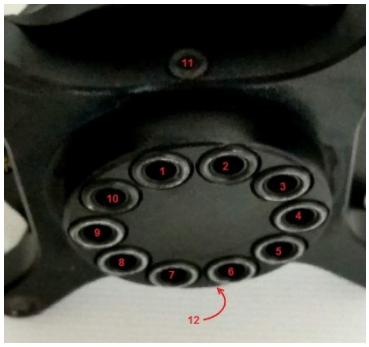

Figure 11: Top hat o-rings
6. Verify that all 11 O-rings on the instrument body (figure 10) and all 12 o-rings on the top hat assembly are present (figure 11). Your o-ring color may vary. The numeration on figure 10 and figure 11 refer to the o-rings. They are in no way connected to the experimental or reference spot number as displayed in the GUI or recorded in the data file.
7. Every 20 filter changes, lightly lubricate the side o-rings, 11 and 12, on the top hat assembly (figure 11).